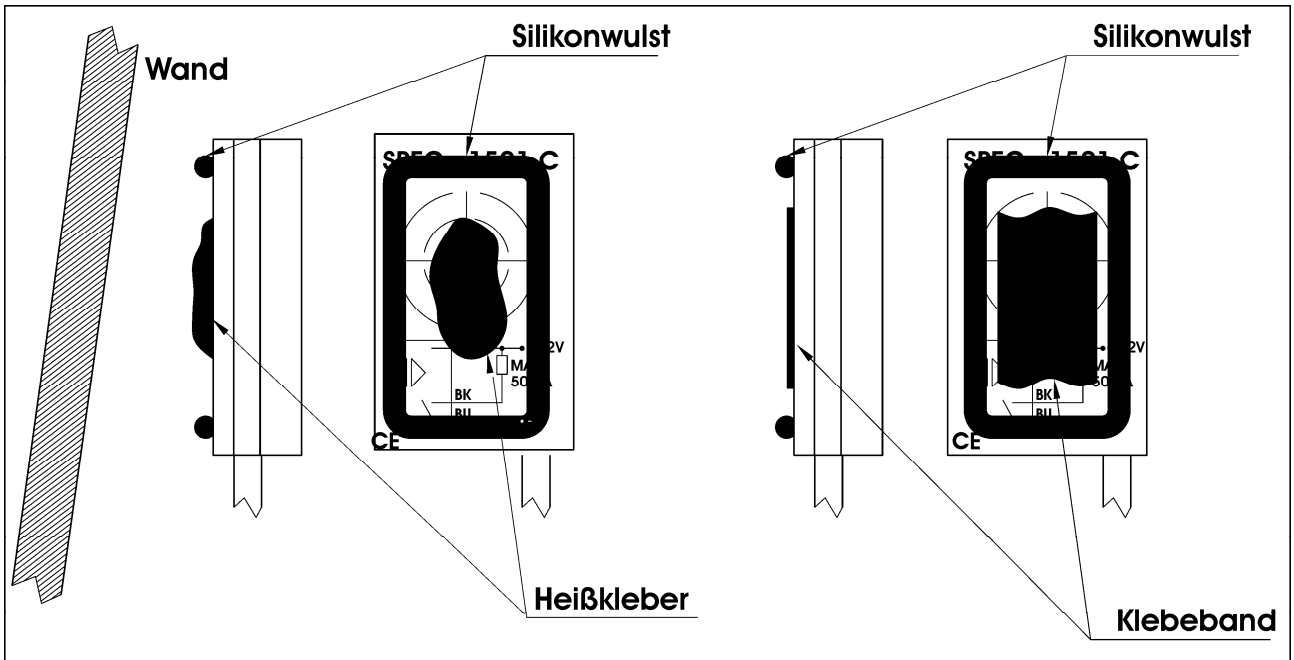

Abb. 6
5.2 Montage des Sensors (Abb. 6)